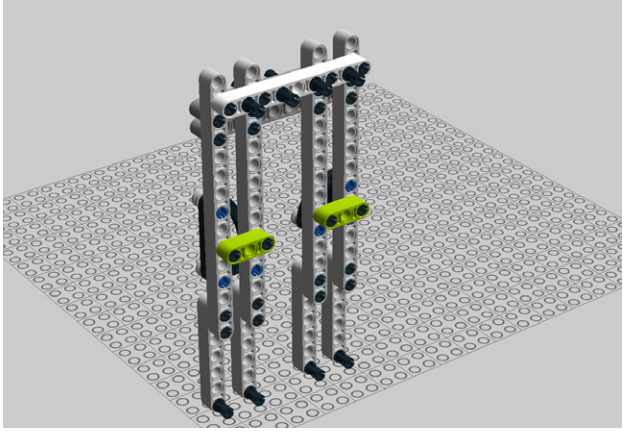

Figure 5-35. *Step 28: Attaching two beams*
28. Add two 3M beams (Figure 5-35).